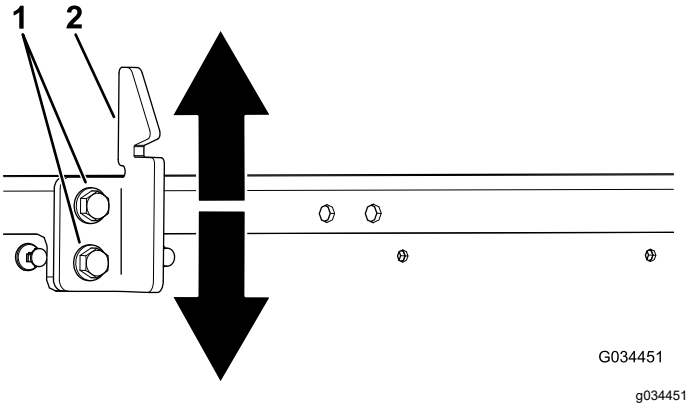

Figuur 67
3. Zet de 2 bouten op het stootvlak van de laadbakgrendel los en zet het stootvlak zoals vereist naar boven of naar beneden (Figuur 67).
4. Draai de 2 bouten van het stootvlak van de laadbakgrendel vast (Figuur 67).